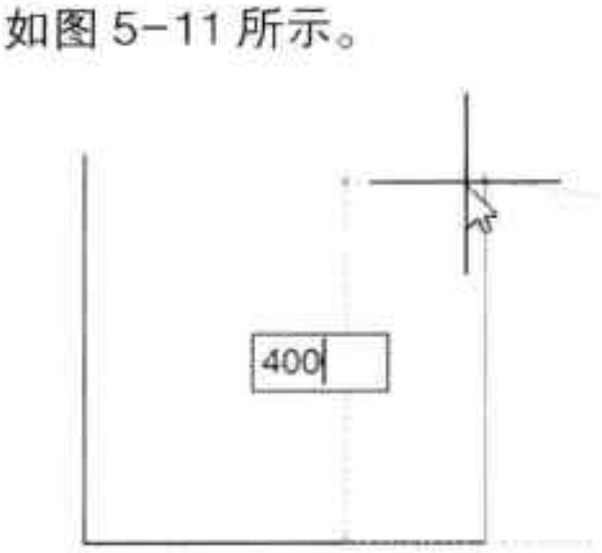

图5-11 绘制第三条边
Step 03 将光标向上移动，并输入 400mm，按回车键，如图 5-11 所示。